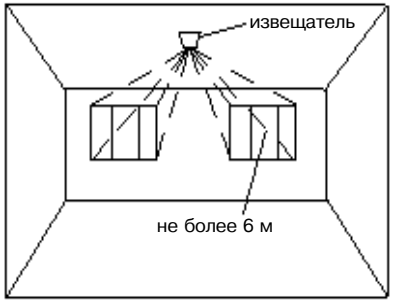
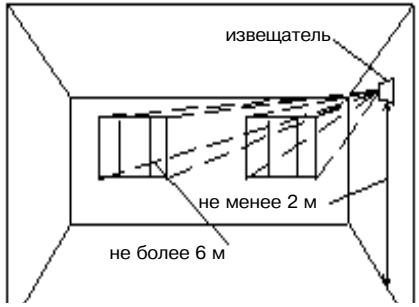
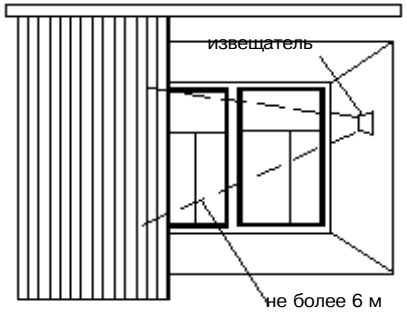

Рис. 6.21
Рис. 6.22
Рис. 6.25
- допускается установка извещателя на любой из боковых стен (рис. 6.22) или противоположной стене (рис. 6.23), а также на потолке помещения (рис. 6.21 и 6.24) или в простенке между охраняемым стеклом и занавесями (рис. 6.25);
- допускается установка извещателя на любой из боковых (рис. 6.22) или противоположной (рис. 6.23) стене, а также на потолке помещения (рис. 6.21 и 6.24) или в простенке между охраняемым стеклом и занавесями (рис. 6.25);